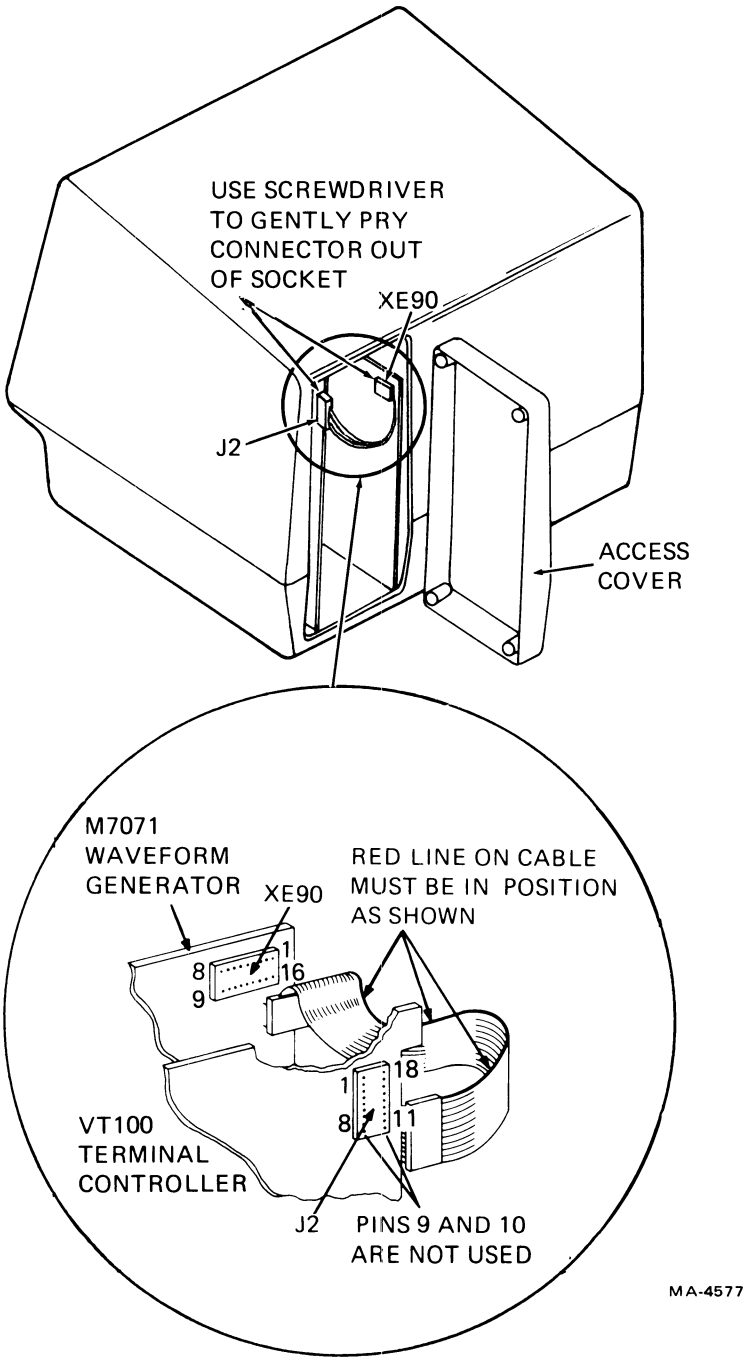

Figure 5-8 VT105 Interconnections
2. Pull the terminal controller board out gently, but firmly. If the terminal is a VT105 disconnect the graphic interface cable from J2 of the terminal controller board (Figure 5-8).
4. To install the terminal controller board, perform steps 1-3 in reverse. Refer to Figure 5-8 for positioning the VT105 graphic interface cable. This 16-pin connector plugs into the 18-pin socket with the bottom pair of pins unused.